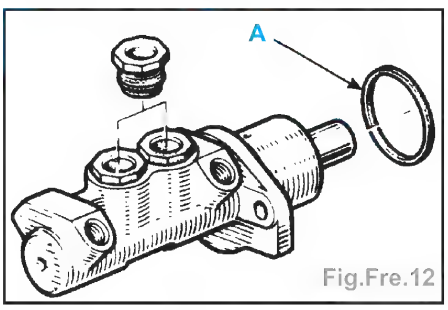

Fig.Fre.12
• L'étanchéité du servo-frein est directement liée au maître-cylindre. Lors d'une intervention, il est nécessaire de mettre un joint (A) neuf (Fig.Fre.12).
- Lors d'un contrôle d'étanchéité du servo-frein, s'assurer d'une parfaite étanchéité entre celui-ci et le maître cylindre. En cas de fuite à ce niveau, remplacer le joint (A) (Fig.Fre.12).
- Lors d'un contrôle d'étanchéité du servofrein, s'assurer d'une parfaite étanchéité entre celui-ci et le maître-cylindre. En cas de fuite à ce niveau, remplacer le joint (A) (Fig.Fre.12).